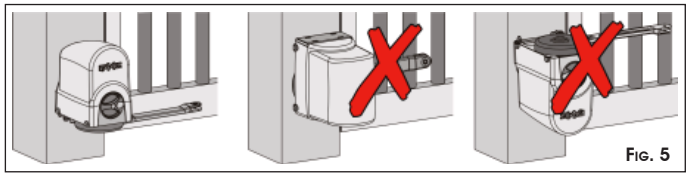

Fig. 5
- The operator was studied and made to be secured vertically (Fig.5). The operator cannot be installed in other positions.